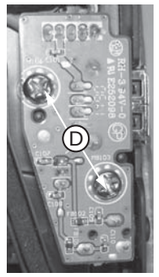

Figure 4
2) Loosen 2 screws “D” on the top of MP3 board as shown in figure 4.